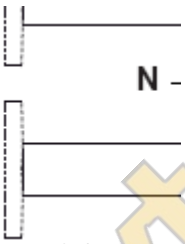

рис. 6.1
• Откройте кран газового счётчика и газовый кран (N), см. рис. 6.1.
• Закройте газовый кран (N).
• Откройте краны подачи и обратной линии (O) (см. рис. 6.1).
• Откройте газовый кран (N), см. рис. 6.1.